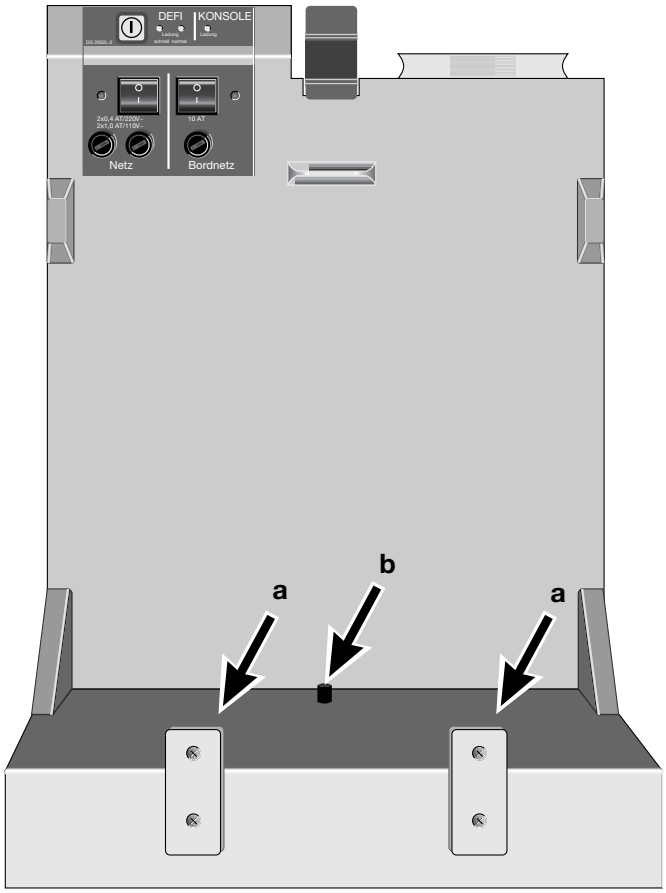

Bild 4-2. Ladekontakte (a), Kontrollschalter DEFIGARD 2002 in Konsole [Ja/Nein] (b)
Die Konsole kann gleichzeitig an beide Stromversorgungen angeschlossen sein und es können auch beide Stromversorgungen gleichzeitig eingeschaltet werden. Achten Sie darauf, daß die beiden Ladekontakte nicht verschmutzt oder beschädigt werden (Bild 4-2).
– Unterbrechung im Ladestromkreis (Ladekontakte verschmutzt oder defekt, Bild 4-2)